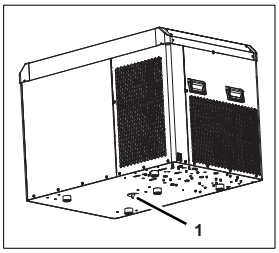

Fig. 19
6. **Only on Energize 5 (R134a) single/Energize 5 (R134a) dual:** Connect a drain tube to the relevant overflow (Fig. 19/1)..